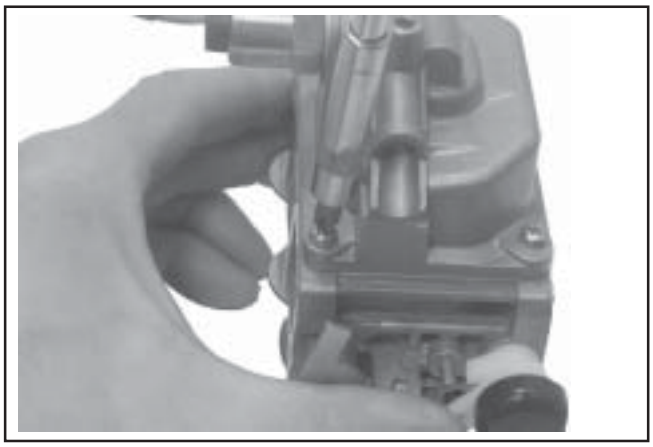

Figure 5-32. Installing Fuel Bowl.
16. When the proper float height is obtained, carefully reinstall the fuel bowl, using new O-Rings onto the carburetor. Secure with the four original screws. Torque the screws to **2.5 ± 0.3 N·m (23 ± 2.6 in. lb.)**. See Figure 5-32.